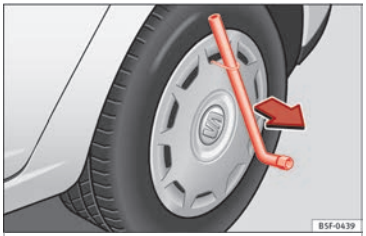

Fig. 70 Retirar el embellecedor integral.
- Retire el embellecedor integral de la rueda con el gancho de alambre ››› fig. 70.